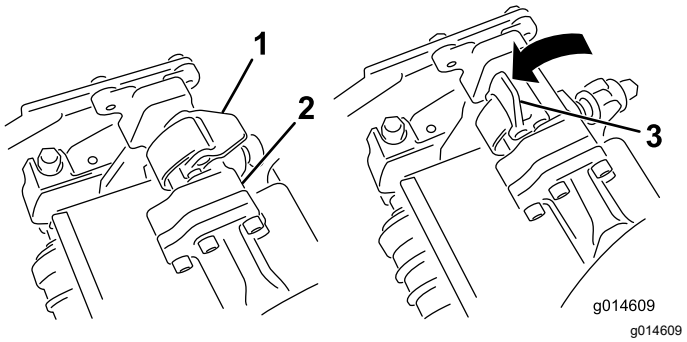
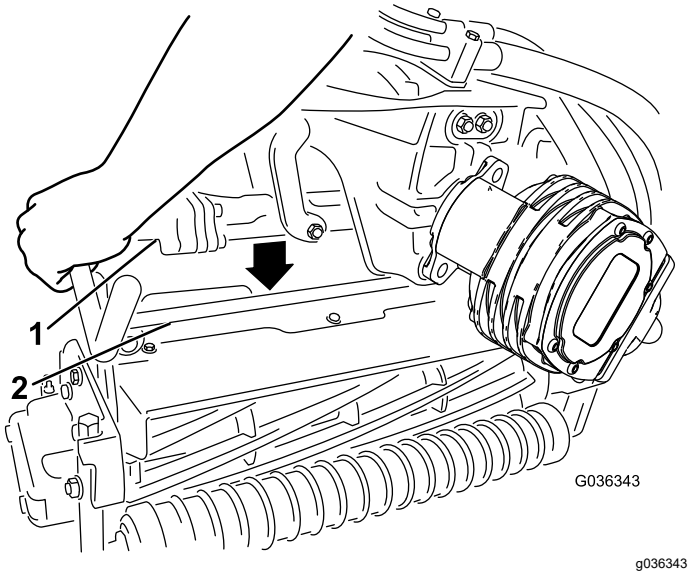

Figuur 57
Figuur 58
4. Zorg ervoor dat de vergrendelingen op de ophangarm omhoog wijzen (dus open staan) (Figuur 57), druk de ophangarm omlaag zodat de stang ervan over de stang aan de bovenkant van het maaidek valt (Figuur 58).
5. Sluit de vergrendelingen rond de stang van de maai-eenheid en vergrendel ze (Figuur 57).
5. Open de vergrendelingen op de stang van de ophangarm van de maai-eenheid dat u wilt verwijderen (Figuur 57).